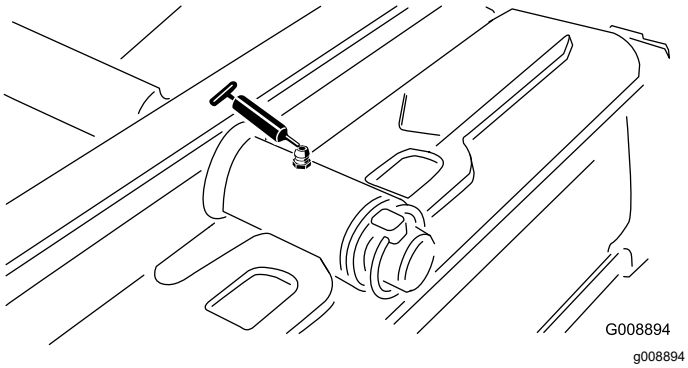

Figur 45
- Bakre klippeenhetsaksel (Figur 45)